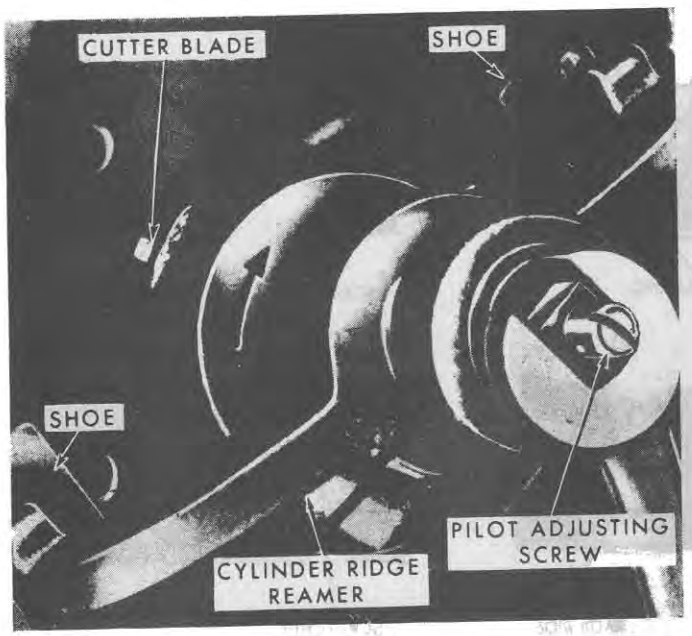

Figure 43
3. If necessary, remove the ridge from the top of each cylinder with a cylinder ridge reamer or a hand scraper, Figure 43. (Ridge removal is not necessary when reboring or if the old pistons are not to be used. However, it may be necessary to remove a ridge in order to remove an old piston). When removing the cylinder ridge do not cut down into the ring travel more than $\frac{1}{32}$ in. (0·793 mm.). It is possible to cut so deeply into the cylinder wall and so far down into the ring travel that reboring, or the installation of a new engine block is necessary. Do not attempt to remove and reuse a piston from a cylinder with an excessive ridge. Forcing the piston past the ridge may break the lands on the piston or the rings.